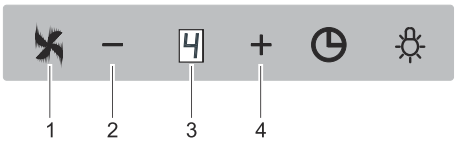

Abb. 12: Leistungsstufe des Gebläses ändern
1. Drücken Sie die Sensortaste (Abb. 12/1).
2. Drücken Sie die Sensortasten + (Abb. 12/4) oder - (Abb. 12/2).
⇨ Die aktuelle Stufe wird in der Anzeige dargestellt. (Abb. 12/3)